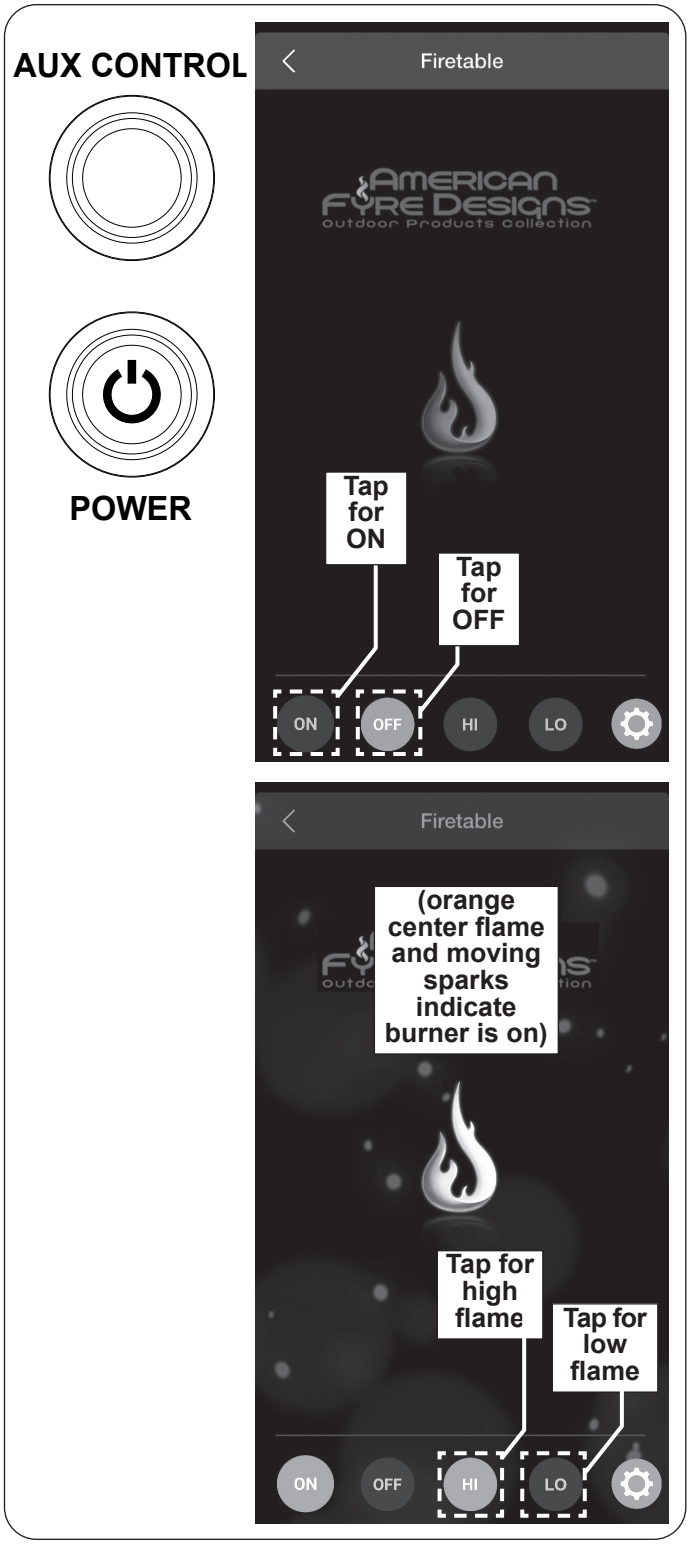

Fig. 47-1 Remote Operation:
1. Locate the control panel on the side of the unit (refer to the IDENTIFICATION PARTS LIST if needed), and identify the **AUX CONTROL** and **POWER** buttons (see Fig. 47-1).
3. From within the app, proceed to the Devices screen and select your unit. The remote screen will appear. See Fig. 47-1.
4. Tap the **ON** icon found on the bottom left of your remote screen (see Fig. 47-1).
The flame height can be adjusted via the remote app. Tap the **HI (high)** button to increase the flame height. Tap the **LO (low)** button to decrease the flame height. See Fig. 47-1. (LO setting available after 60 seconds.)
To shut down the burner (system will remain on), tap the **OFF** icon found on the bottom left of your remote screen. The screen will no longer display the orange center flame and moving sparks. See Fig. 47-1. The **AUX CONTROL** button indicator light will also go off.
To shut down the burner and system (total shutdown), or if the remote app is unavailable, push the **POWER** button on the control panel. See Fig. 47-1. The **POWER** and **AUX CONTROL** button indicator lights will go off. (Fully power off when covering or when not in use.)